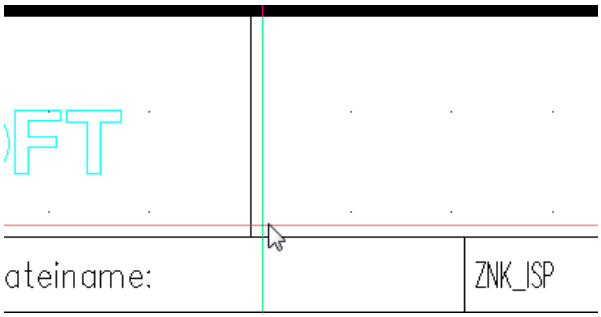

Bild 26.12 – Einfügepunkt des Pixelbildes wählen
- Klicken Sie auf *OK*. TRIC fragt jetzt den *Einfügepunkt* der linken, unteren Ecke des Bildes ab. Klicken Sie in die Nähe der linken, unteren Ecke des Leerfeldes (Abb. 26.12).